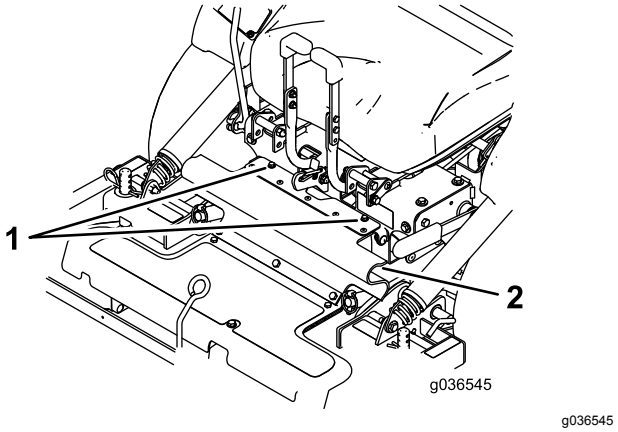

Figuur 80
8. Maak de bouten los die aan de rubberen kap zijn bevestigd (Figuur 80).
8. Lijn het bovenste gedeelte van de rubberen kap uit en zet deze met de bevestigde bouten vast (Figuur 80).